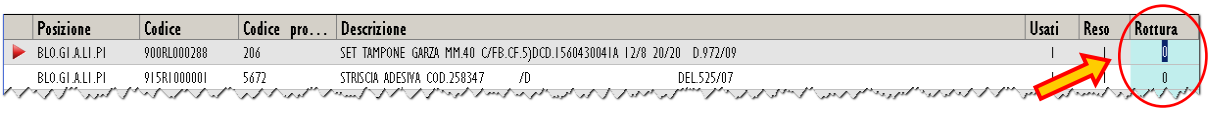

Fig 246
- Click the “Waste” cell on the row corresponding to the resource to be wasted (Fig 246).